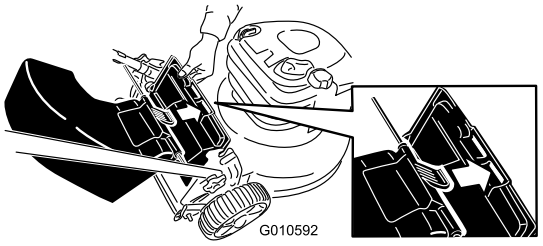

Figure 16
3. Insérez la languette du déflecteur d'éjection arrière dans la fente droite du déflecteur arrière (Figure 16).